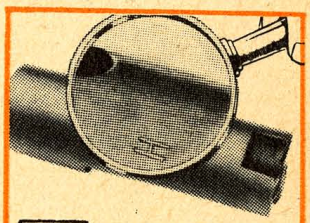

Fig 1
*It does no good—so we get battered boxes. I've thought about putting a bar around the box, but they would only bend that too. So what do you think about moving the box around to either side (Fig 1)?*
Do ya' wanna hear a hard tale? There was a soldier who took his pop-gun in hand. It wouldn't pop. Why? It was too soft. How could he tell? There was no *H* stamped on his sliding mechanism like MWO Ord A58-W3 (12 Sept 51) says the bolt in every M3 and M3A1 .45 cal. submachine gun should have (Fig 1).
There's a drain plug on the lower side of the pump (Fig 1) that should be removed—if it hasn't been.